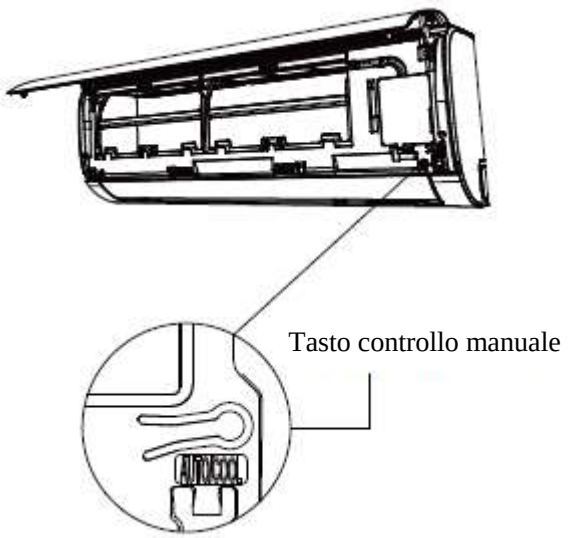

Fig 8.1
2. Il tasto di CONTROLLO MANUALE è posto sul lato destro dell'unità. Premilo 2 volte per selezionare la funzione RAFFREDDAMENTO. Vedi Fig. 8.1